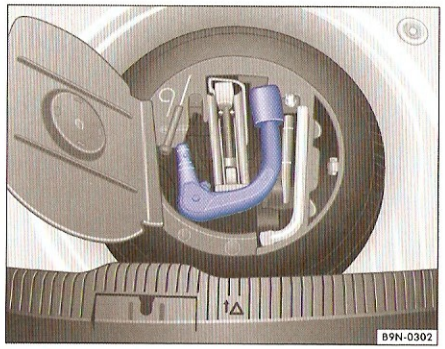

Fig. 27 Trusa de scule și roata de rezervă - autovehicule fără cuplă sferică (capac deschis).
- Scoateți cupla sferică ⇒ fig. 27.